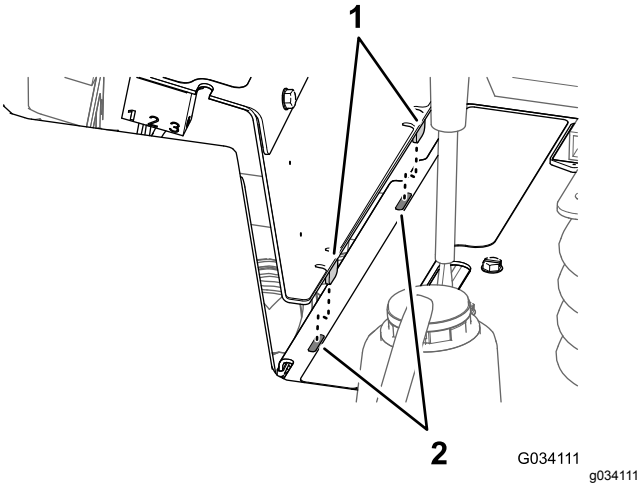

Figur 55
2. Innrett de to tappene nederst på sidepanelet med de to slissene i rammen til konsollen (Figur 55).